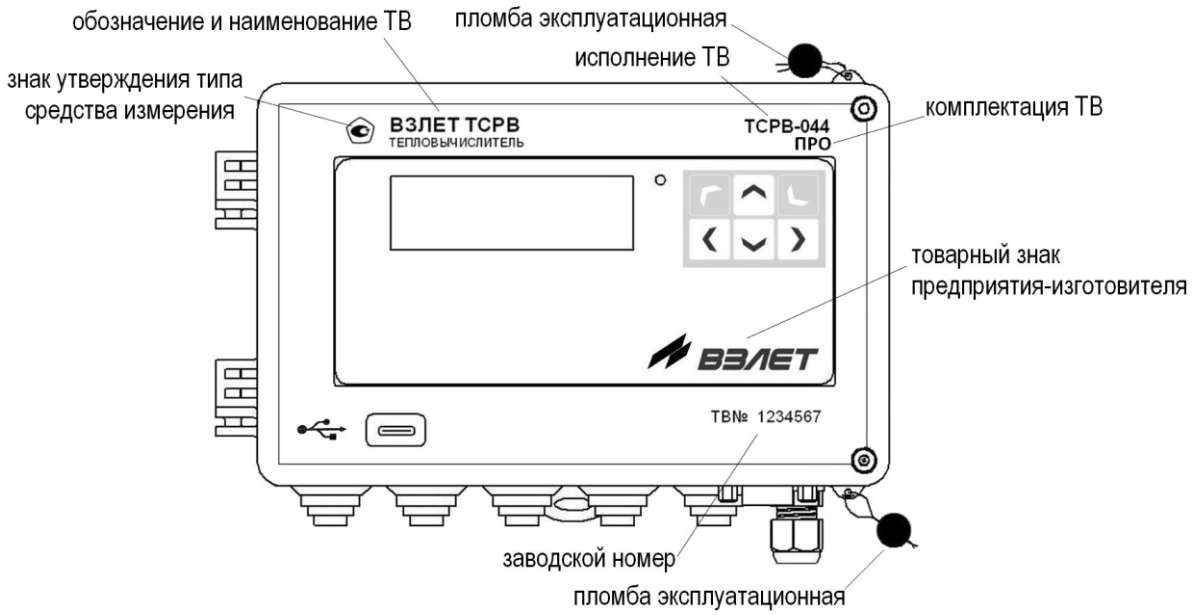

Рис.7. Размещение маркировки и мест пломбирования корпуса ТВ.
1.8.1. Маркировка на лицевой панели ТВ (рис.7):
1.8.4. Для защиты от несанкционированного доступа при транспортировке, хранении и эксплуатации могут пломбироваться проушины на корпусах измерительно-вычислительного модуля и модуля коммутации (рис.7).